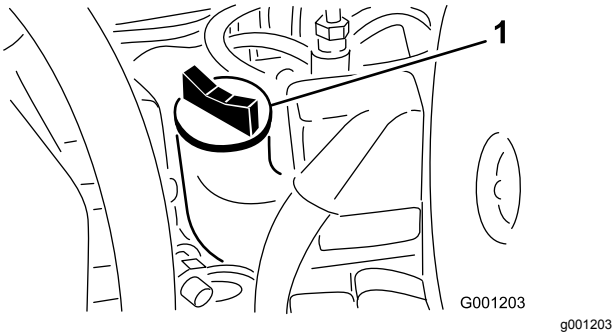

Figur 46
4. Hvis oliestanden ligger på eller under mærket ADD (påfyld) på målepinden, skal du fjerne oliepåfyldningshætten (Figur 46) og tilsætte olie for at bringe oliestanden op på mærket FULL (fuld) på målepinden.